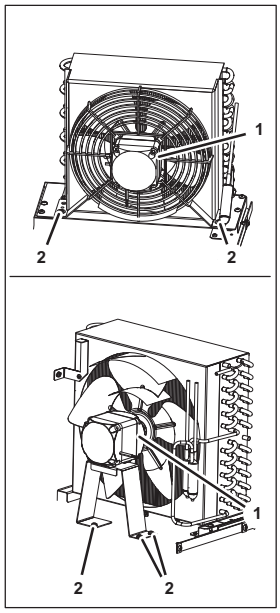

Fig. 91
2. Remove the fastening bolts (Fig. 91/2) from the fan (Fig. 91/1).
3. Carefully lift the air scoop with fan (Fig. 91/1) out of the unit.
8. Position the new fan (Fig. 91/1) within the unit.
9. Attach the air scoop with fan (Fig. 91/1) using the fastening bolts (Fig. 91/2).